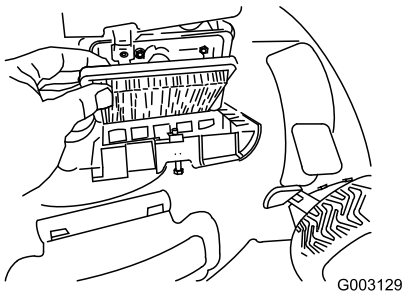

Figuur 34
4. Plaats het deksel terug (Figuur 34).